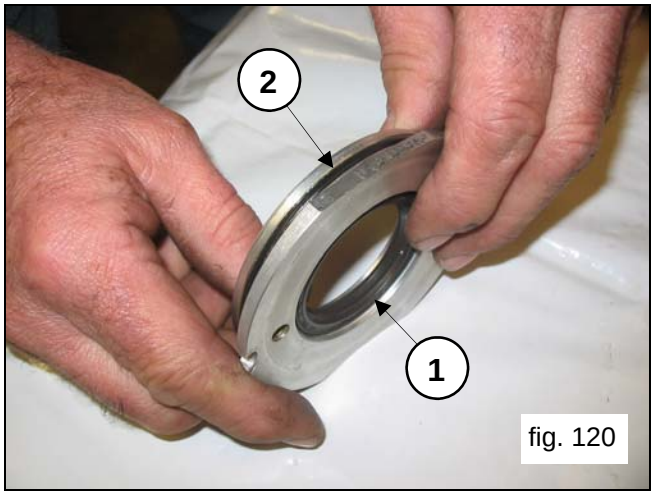

fig. 120
Replace the oil seal (pos.①, fig.120) and the external O-Ring (pos.②, fig.120).